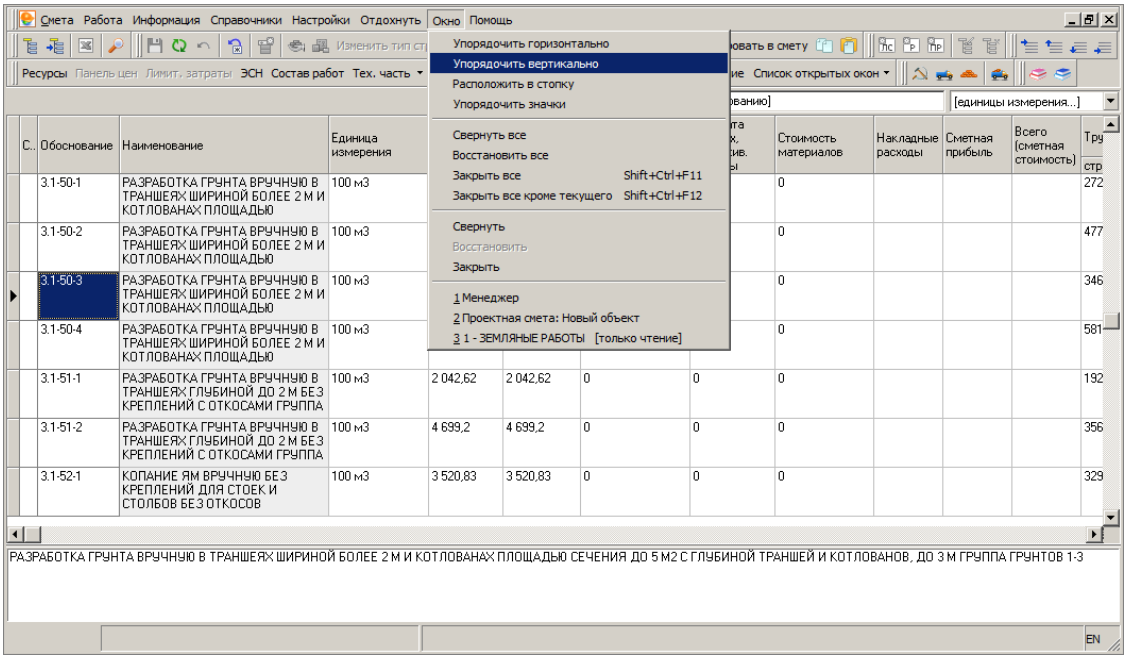

Рис. 1. Меню Окно
20. Выполните команду **Окно –> Упорядочить вертикально** (см. рис. 1).
23. В Главном меню выберите пункт **Окно –> Упорядочить вертикально** (см. рис. 1).